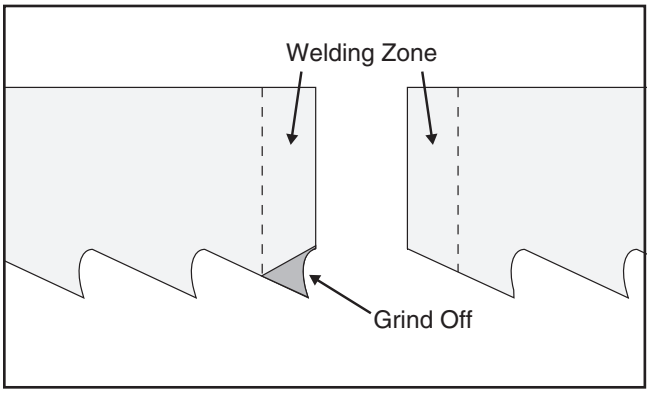

Figure 6. Blade ends and welding zone.
1. Be sure to grind off any teeth that are in the blade welding zone (see **Figures 6–7**).